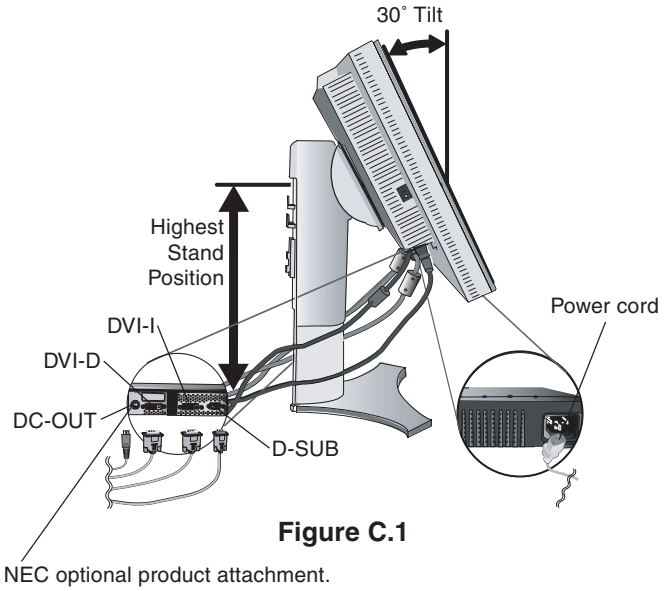

**Figure C.1**
3. Place hands on each side of the monitor to tilt the LCD panel 30-degree angle and lift up to the highest position (**Figure C.1**).
4. Connect all cables to the appropriate connectors (**Figure C.1**).